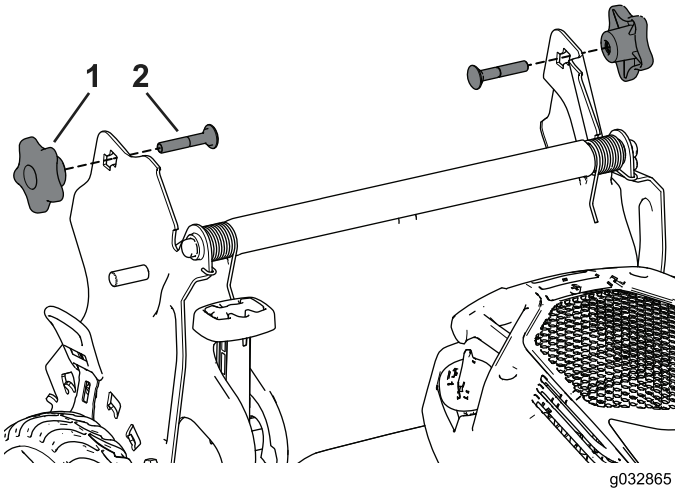

Rysunek 29
3. Włóż śrubę podsadzaną (z łbem śruby skierowanym do środka) przez wspornik uchwytu i przez górny otwór w końcówce uchwytu. Upewnij się, że kwadratowe krawędzie każdej ze śrub podsadzanych są dobrze dopasowane do górnego lub dolnego kwadratowego otworu w odpowiednim wsporniku uchwytu (Rysunek 29).